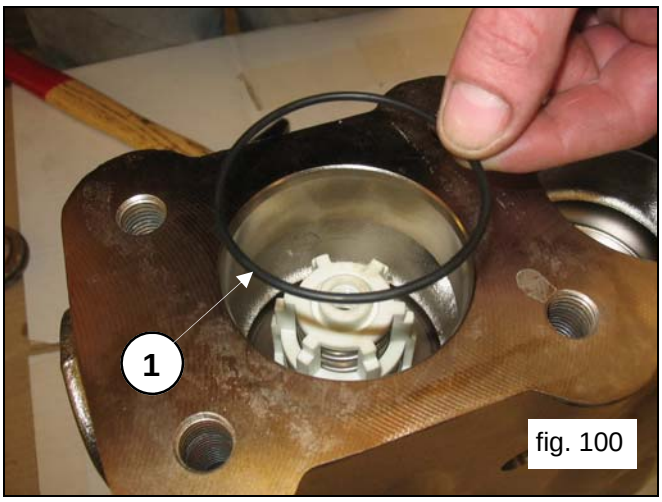

fig. 100
Insert the O-Ring, exploded view position n.17 (pos.①, fig.100).